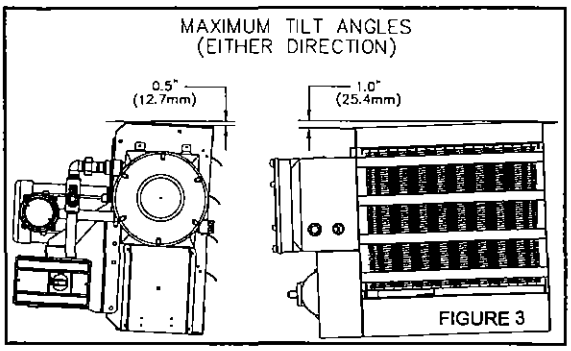

FIGURE 3
1. The heater must be permanently mounted in a level, upright position for operation. See Figures 3, 4, and 5 for maximum tilt angles, installation clearances, and physical dimensions. For ease of installation, a variety of mounting kits are available from the factory.
Do not install conduit below heater (see Figure 3).